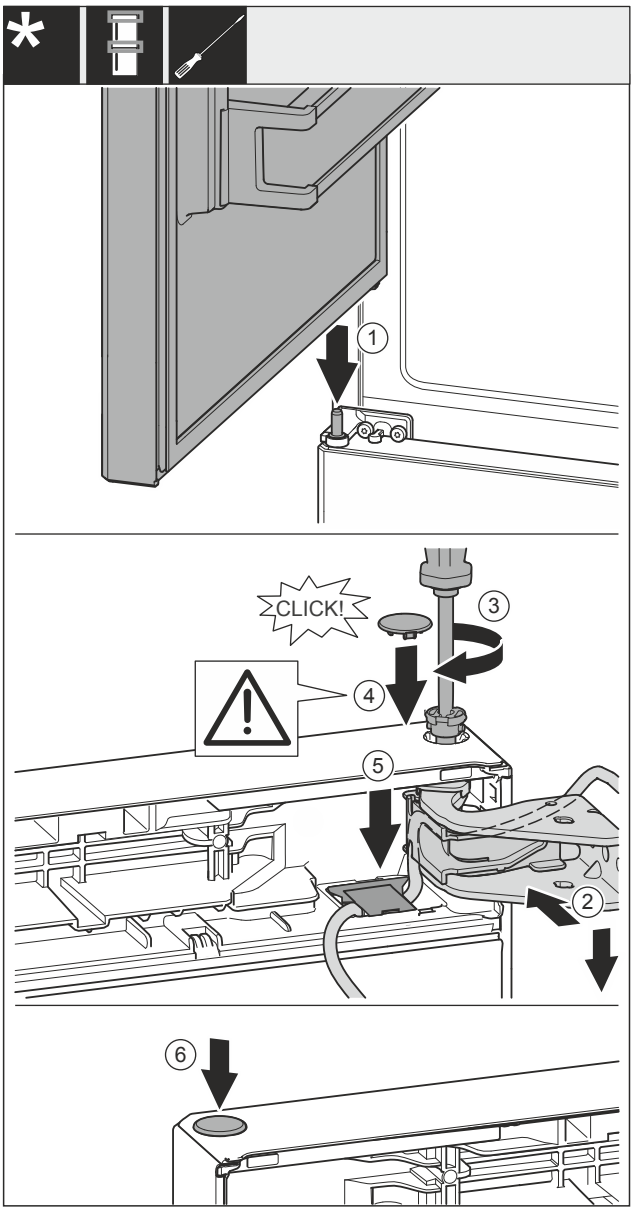

Fig. 60
▶ Așezați ușa superioară pe bolțul central de lagăr *Fig. 60 (1)*.
▶ Aliniați ușa sus spre deschizătură în suportul de lagăr *Fig. 60 (2)*.
▶ Introduceți bolțul *Fig. 60 (3)* și înșurubați-l ferm cu șurubelnița.
▶ Montați capacul *Fig. 60 (4)*.
▶ Controlați să fie capacul *Fig. 60 (4)* așezat pe ușă.
▶ Introduceți capacul *Fig. 60 (5)* și apăsați în jos până când se fixează în poziție.
▶ Montați capacul *Fig. 60 (6)*.